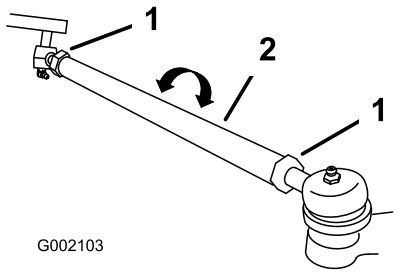

Figuur 45
3. Als de afstand buiten het gespecificeerde bereik valt (zie de maten en parameters bij het begin van deze procedure), moet u de contramoeren aan beide uiteinden van de spoorstangen losdraaien (Figuur 45).